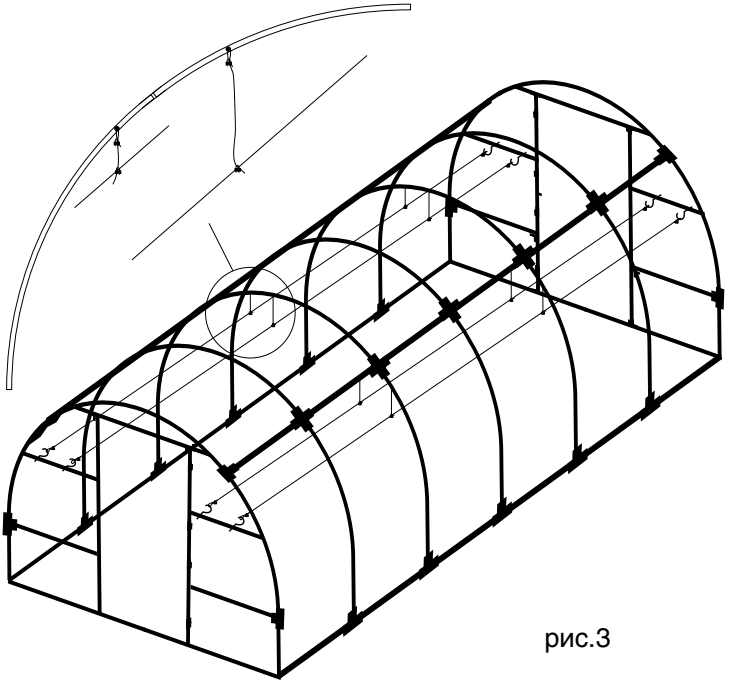

рис.3
5. Просверлить сквозное отверстие диаметром 5мм в каждой второй дуге. Продеть трос через отверстие и закрепить с помощью хомута (см. рис.3.).
6. Второй конец троса, свисающего с дуги, с помощью хомута жёстко соединить с горизонтально натянутым тросом. См. рис.3. Необходимо для того, чтобы нагрузка равномерно распределилась по всем опорам.